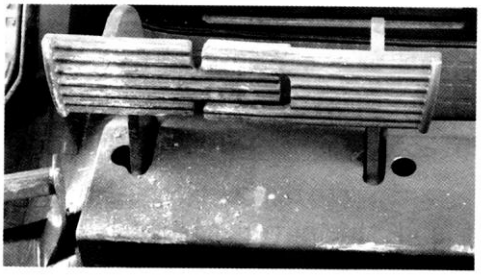

Рис. 4-33.
2) Ось рычага тормозной педали (Рис. 4-33) и управления рабочим органом.